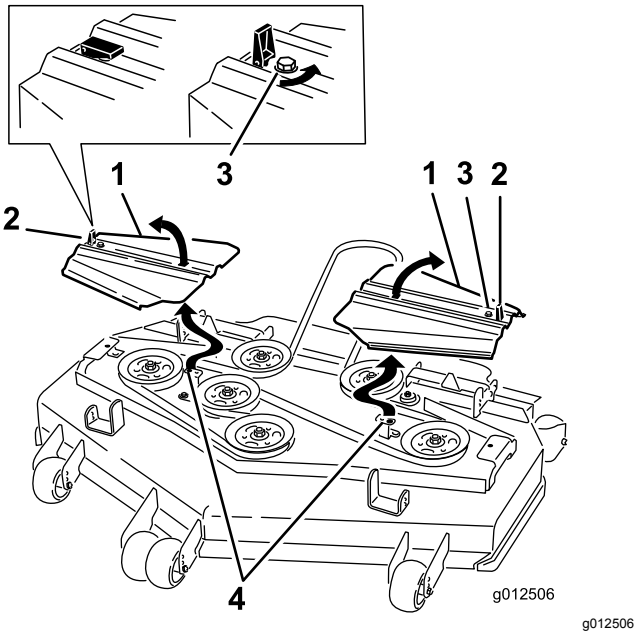

**Figuur 91**
14. Plaats de drijfriemkappen met de lippen in de sleuven. Monteer de schroeven en maak de sluitingen vast (Figuur 91).